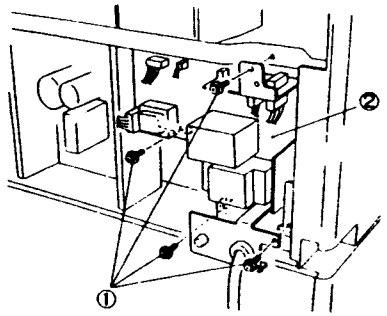

Рис. 2 NZM-0139
5. (Рис. 2): Снимите шасси драйвера AC.
①. Отверните винты (4).
②. Снимите шасси драйвера AC. (Полностью вы его снять не сможете, поскольку к нему все еще подходит много проводов).